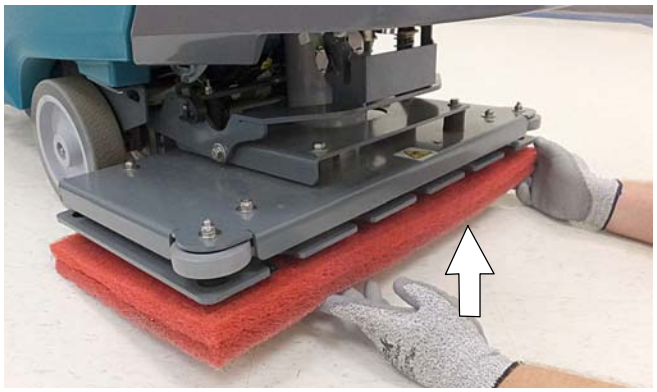

図　15
3. 2つのパッドを洗浄ヘッドの底部に取り付けます（図15）。